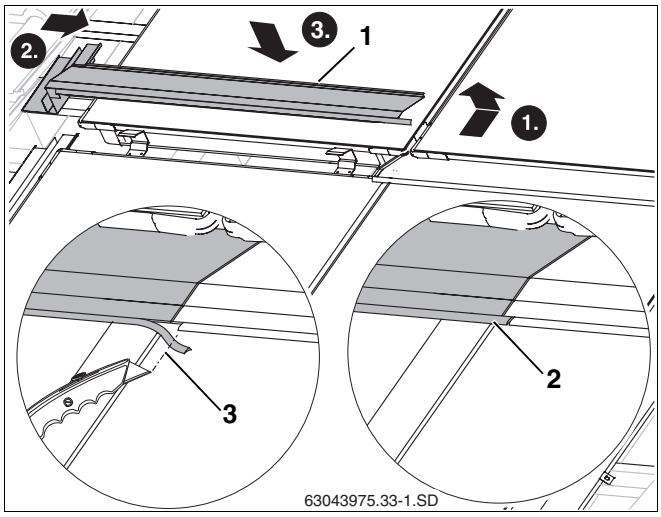

Abb. 53 Linkes mitteres Abdeckblech auflegen
- Aufkantung des linken Abdeckbleches (Abb. 53, **Pos. 1**) wie beim rechten Abdeckblech in die Griffmulde des Kollektorrahmens legen.
- Gummilippe soweit kürzen (Abb. 53, **Pos. 3**), dass es an die Gummilippe des rechten Abdeckbleches stößt.
- Gummilippe des linken Abdeckbleches auf den Falz des rechten Abdeckblech stecken (Abb. 53, **Pos. 2**).